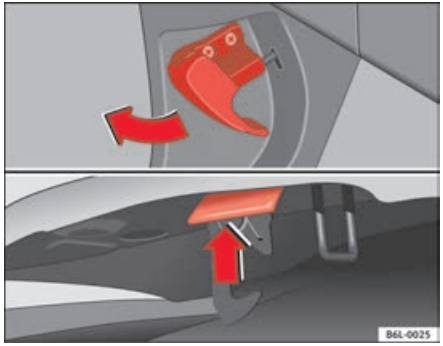

Fig. 126 Arrester hook for bonnet.
– To release the bonnet, pull the lever under the dashboard ⇒ fig. 126 in the direction indicated (arrow). The bonnet will be released by a spring action ⇒ ⚠.